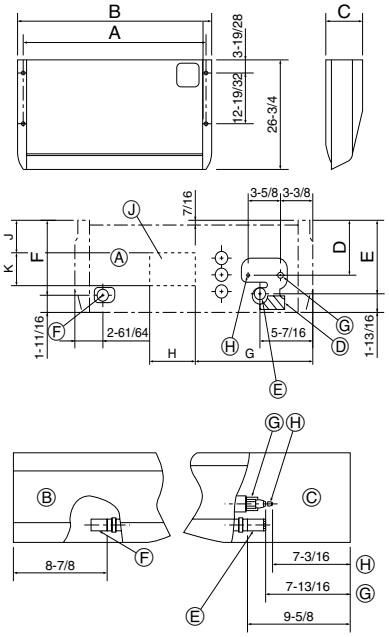

Fig. 3-2
③	Tapón de tubería	1 Tamaño pequeño (para la tubería del líquido)
④	Bandas	4
⑤	Adaptador de junta	1 marcado “UNIT”
⑥	Tapón para el adaptador	1
⑦	Tapón para la tubería de drenaje	1
⑧	Controlador remoto cableado	1
3.2. Preparación para la instalación (Fig. 3-2)